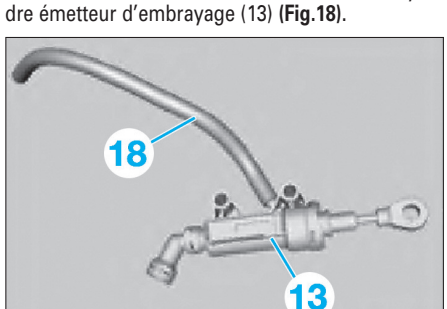

Fig. 18
• Débrancher le flexible d'alimentation (18) du cylindre émetteur d'embrayage (13) **(Fig.18)**.